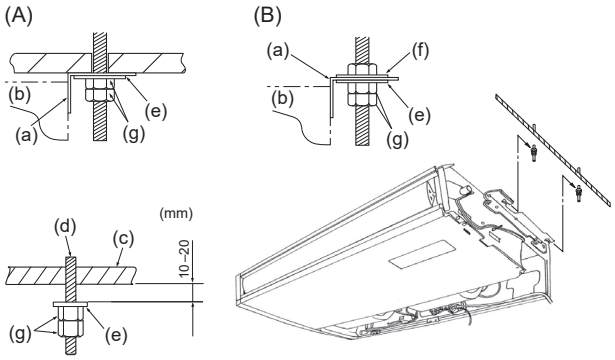

Abb. 3-5
3.3. Aufstellen der Innenanlage (Abb. 3-5)